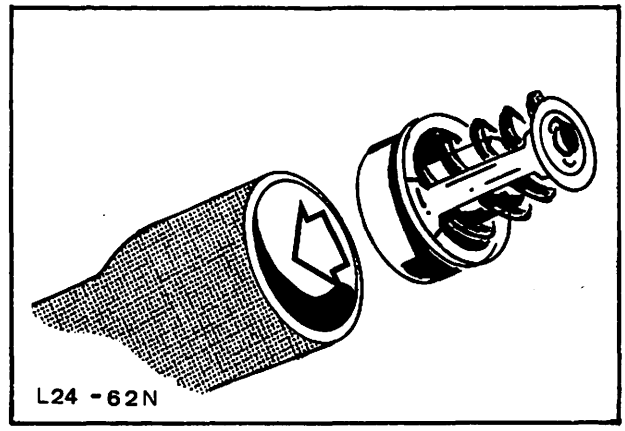

Abb. 44 Thermostat in Schlauch einschieben
9. Mit etwas Seifenlauge innen den Schlauch einreiben und Thermostat etwa 30 mm weit einschieben, Abb. 44 und 45.